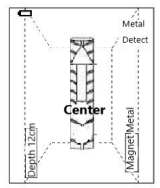
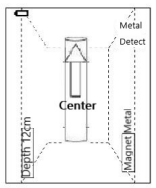
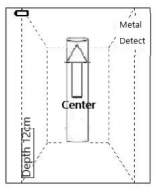

Figure 4
Figure 5
Figure 6
- Metal icons: the steel bar icon represents magnetic metal, and the measured object is generally steel bar; the copper pipe icon means non-magnetic metal, the measured objects are generally copper pipe or alloyWhen the instrument is judged to be magnetic metal or non-magnetic metal, the distance from the instrument to the metal object will be displayed (as shown in Figure 4 and Figure 5); otherwise, it will not be displayed (as shown in Figure 6).